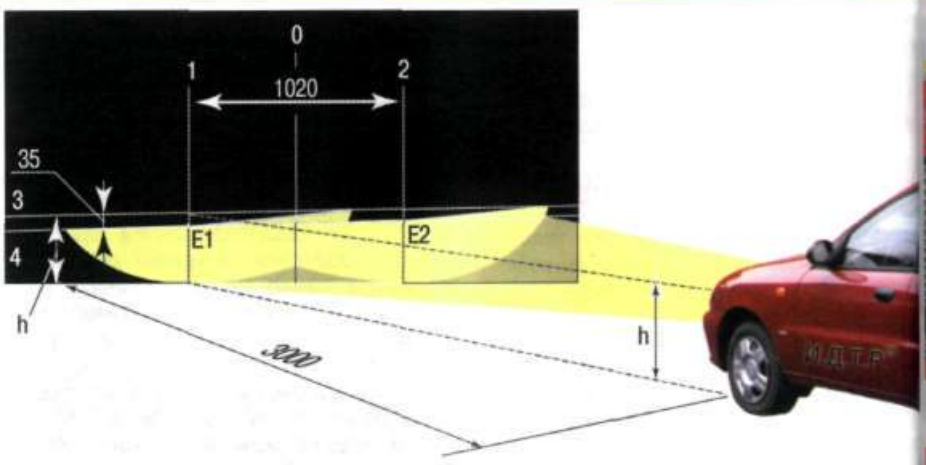

Рис. 4.6. Регулировка света фар
2. Установите автомобиль перпендикулярно гладкой стене (например, в гараже) на расстоянии 3 м. Положите на сиденье водителя дополнительный груз массой 75 кг. Разметьте на стене экран, как показано на рис. 4.6. Продольная плоскость симметрии автомобиля должна проходить по линии **0** на экране. Качните автомобиль сбоку, чтобы самоустановились пружины подвесок.
9. Фары считаются отрегулированными, когда верхние границы левых частей световых пятен совпадают с линией **4** (см. рис. 4.6), а вертикальные линии **1** и **2** проходят через точки **E1** и **E2** пересечения горизонтальных и наклонных участков световых пятен.